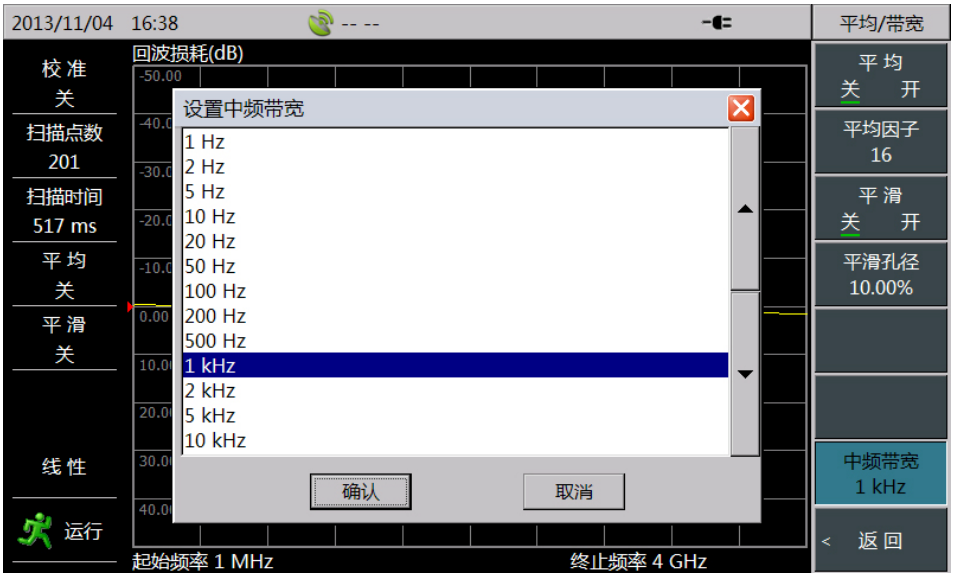

图 5.22　设置中频带宽
- 点击[中频带宽]弹出“设置中频带宽”列表。通过旋钮、【↑】和【↓】键或触摸屏幕移动选中项，选择要设置的中频带宽，点击中频带宽对话框中[确认]键或按【确认】键完成设置。如图 5.22 所示: